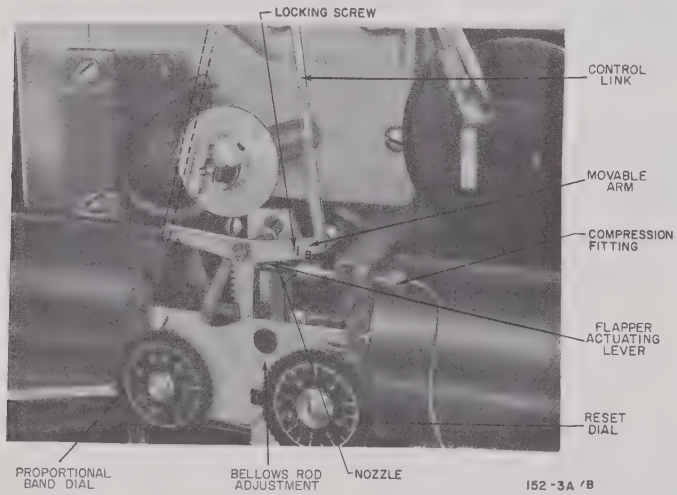

Figure 1. AIR-O-LINE Control Unit on Circular Chart Recorder
(4) Refer to figure 1 or 2. Visually check flapper alignment. To facilitate checking, remove flapper actuating lever after removing cotter. If flapper is twisted or bent, replace it. If flapper does not appear to be at right angles to nozzle, loosen compression fitting and screw nozzle in or out until flapper is square with nozzle. Hold nozzle in position and tighten compression fitting.
(5) Hold flapper away from nozzle; controlled air pressure should drop to 1 psi or less. Seal nozzle port with fingers; controlled air pressure should rise to 19 psi or higher. If not, recheck nozzle connections for leakage, if nozzle was adjusted in step (4).
(1) Make sure control link is connected in the direct-acting position (to point A, fig. 1 or 2).
(2) Make sure instrument power switch is in "ON" position; set automatic reset dial at 10 and proportional band dial at 40.
(3) Align set point index and pen at 55 per cent of full scale.
(4) Turn proportional band dial to 10, 100 and back to 40 while watching the controlled air pressure gage.
(5) If pressure increases by more than 0.3 psi, adjust nozzle away from flapper; if pressure decreases by more than 0.3 psi, adjust nozzle toward flapper as described in par. c, (4).
(6) Repeat steps (3) and (4) until output pressure does not vary by more than 0.3 psi.